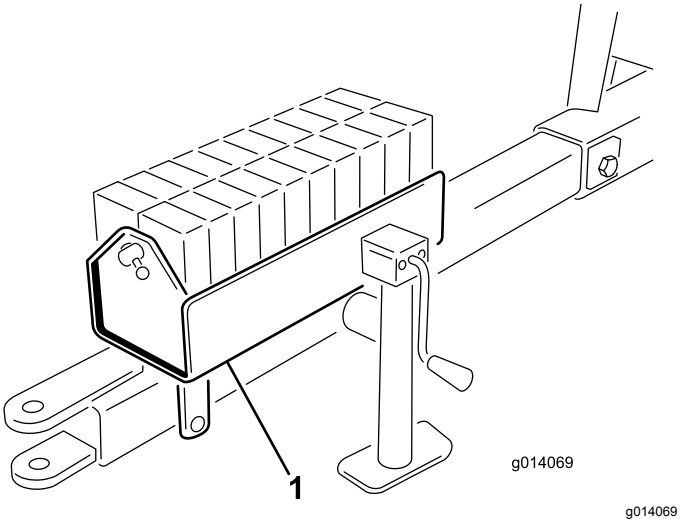

**Rysunek 6**
5. Wypełnij skrzynię wagową obciążnikami i zamontuj listwę i sworzeń (Rysunek 6).